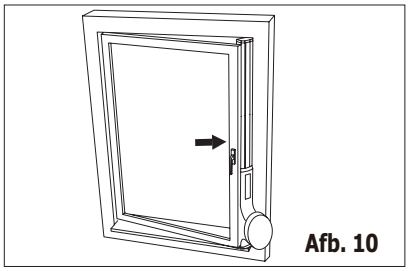

Afb. 10
2. Plaats de vensterschuifkit op het raam. Pas de lengte van de vensterschuifkit aan volgens de hoogte van het venster (afb. 10).